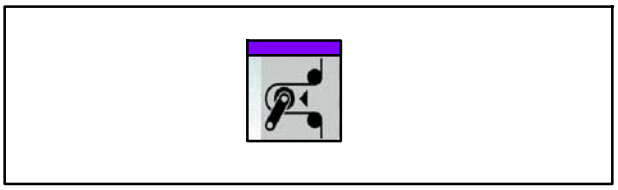

Fig. 156 Touche Enclencher/couper la tension de bande
6. Appuyer sur la touche Enclencher/couper la tension de bande (Fig. 156) pour couper la tension de bande